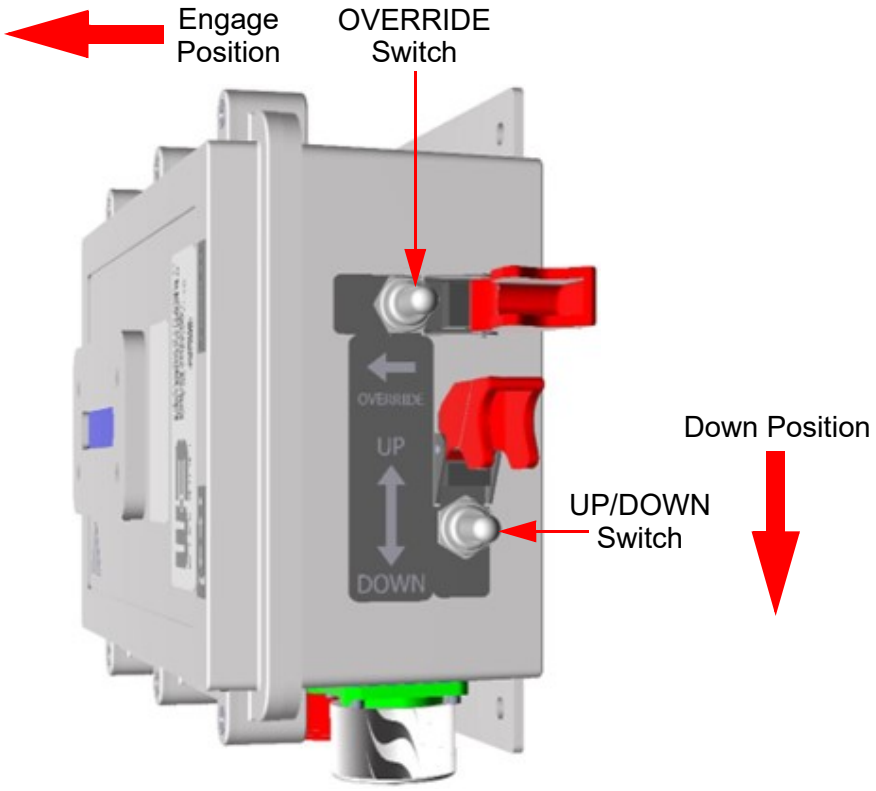

Figure 6-3 OVERRIDE Switch Engage Position and UP/DOWN Switch Down Position
2. Hold the OVERRIDE Switch in the engage position and hold the UP/DOWN Switch in the down position (Figure 6-3). As long as both switches are held, the mast will retract and the display will show the appropriate intermediate extension height. Be sure to stay clear of the collars during operation as they create a pinch point hazard.